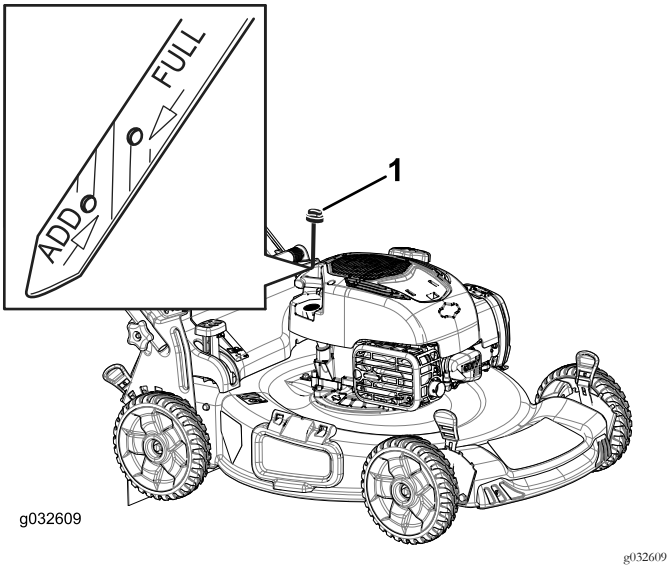

Rysunek 16
2. Wyjmij wskaźnik poziomu (Rysunek 16).
5. Odczytaj poziom oleju na wskaźniku (Rysunek 16).
- Jeżeli poziom oleju jest niższy niż oznaczenie Uzupełnienie, wlewaj niewielką ilość oleju powoli do wlewu, odczekaj 3 minuty i powtórz czynności od 3 do 5 do czasu, gdy poziom oleju osiągnie znak Full na wskaźniku poziomu (Rysunek 16).